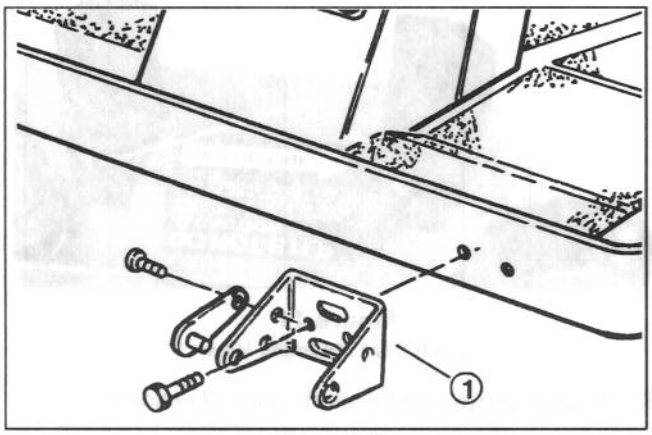

Figure 13
1. Remove fasteners securing counterbalance spring mounting bracket to front of traction unit frame (Fig. 13).